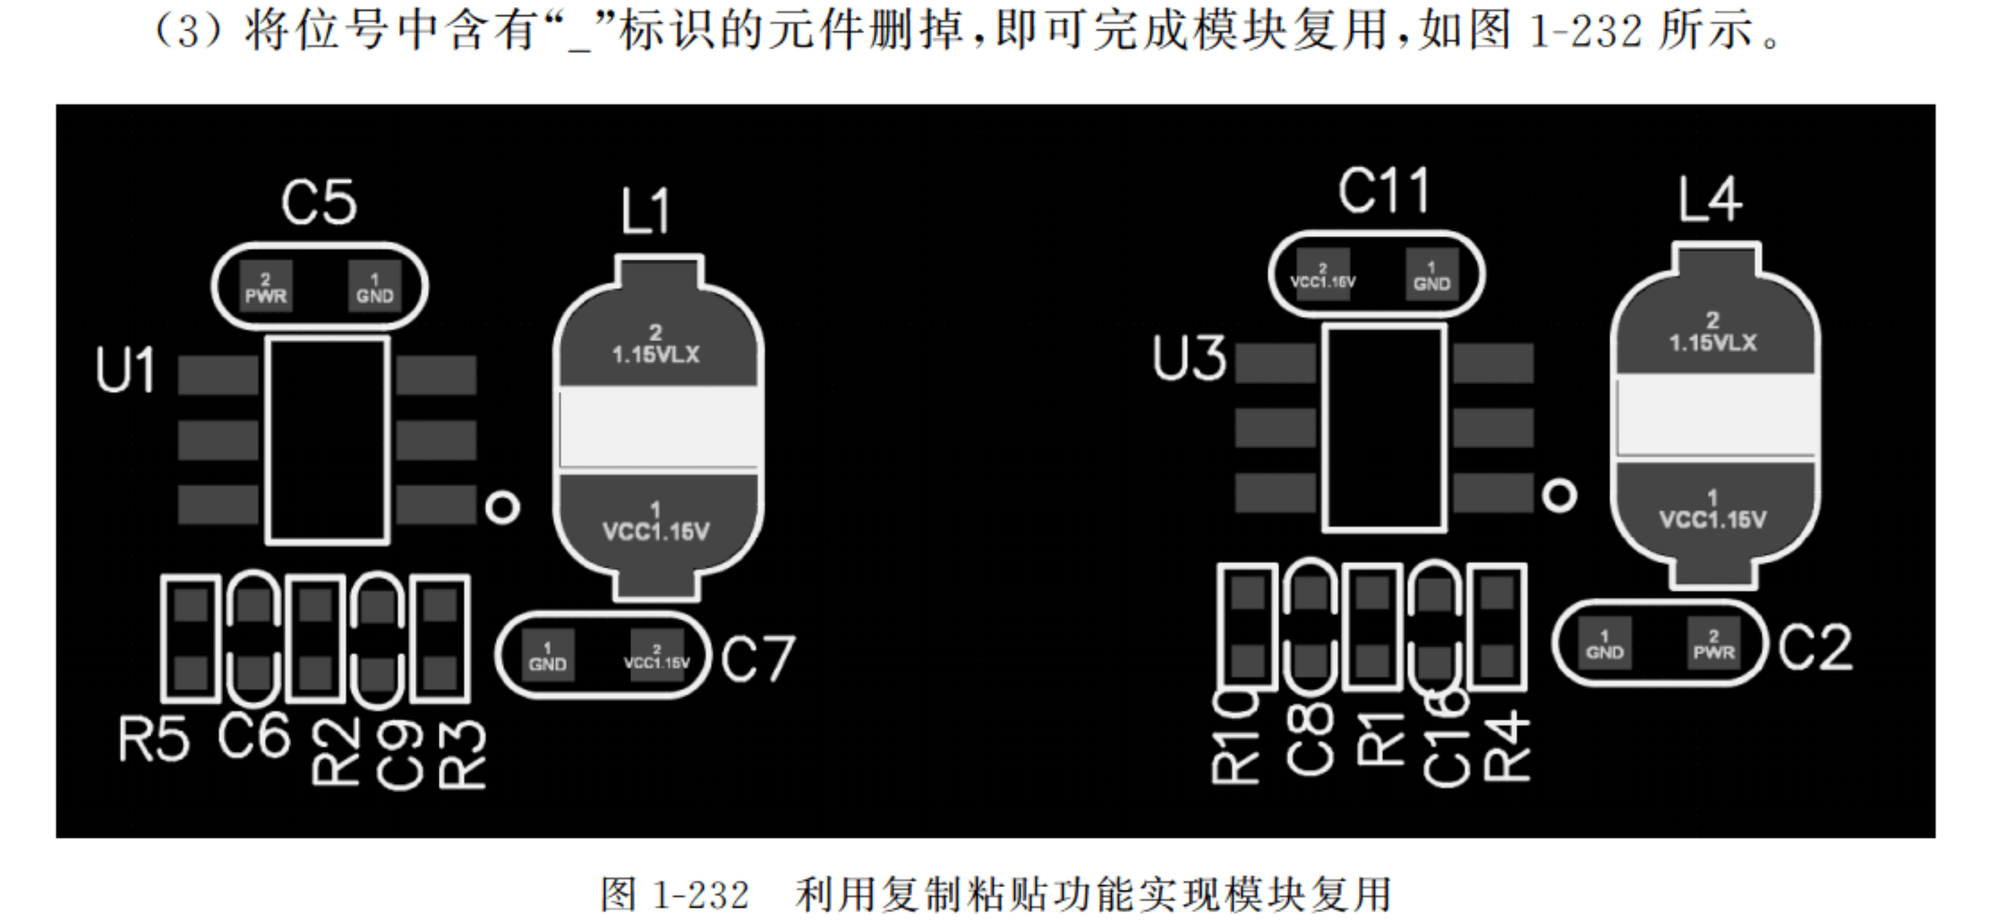

图 1-232　利用复制粘贴功能实现模块复用
(3) 将位号中含有“_”标识的元件删掉，即可完成模块复用，如图 1-232 所示。